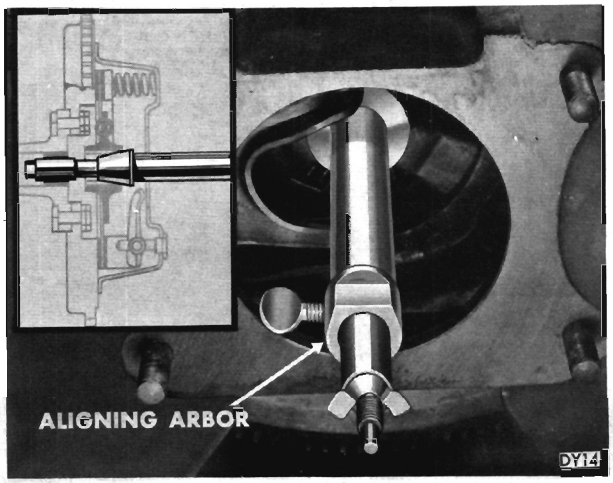

Fig. 14—Clutch Disc Aligning Arbor
(1) Lubricate transmission drive pinion pilot bushing in end of crankshaft with about one-half teaspoon of special long-life chassis grease or Multi-Mileage Lubricant, Part Number 2525035. Place lubricant in radius back of bushing.
(2) Clean the surfaces of flywheel and pressure plate thoroughly with fine sandpaper or crocus cloth, and make certain that all oil or grease has been removed.
(3) Hold clutch disc, pressure plate and cover in mounting position, with springs on disc damper facing away from flywheel. **Do not touch disc facing, as contamination may result in clutch chatter.** Insert C-360 Clutch Disc Aligning Arbor through hub of disc and into bushing (Fig. 14). If C-360 Arbor is not available, use a spare transmission drive pinion.